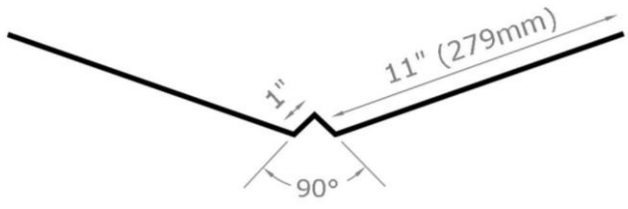

FIGURE 14 - Valley Metal Example
- **VALLEY METAL** - Consult local building codes for width of metal valley and for allowed materials. The width should be a minimum of ***12″ (305mm)*** on each side. F-WAVE recommends the use of a W-style valley metal. See **Figure 14**.